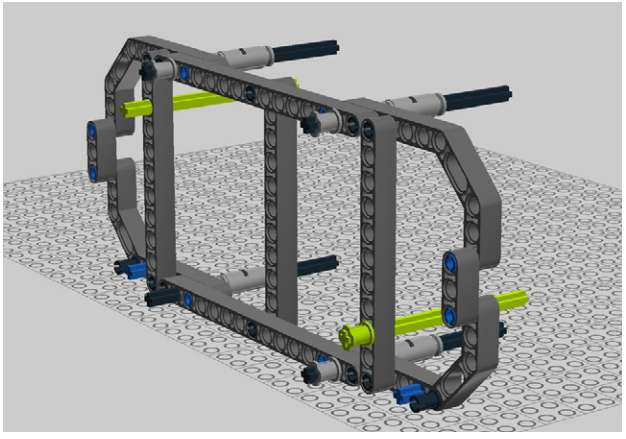

Figure 4-17. *Step 12: Adding more cross axles and bushes*
12. Add some 9M cross axles and bushes (Figure 4-17).